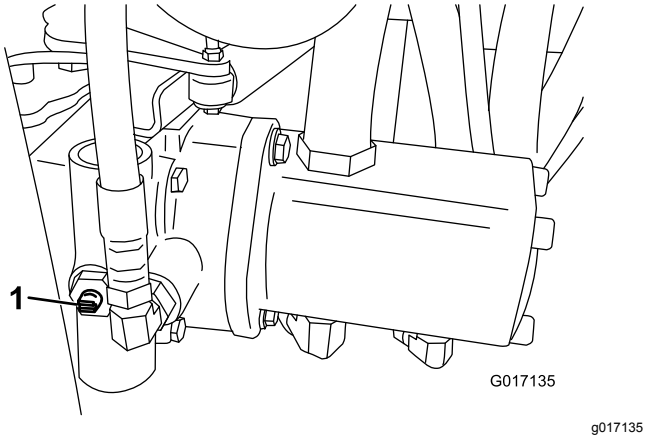

Figur 31
1. Finn omløpsventilen på pumpen, og vri den slik at åpningen står vertikalt (Figur 31).
2. Før du starter motoren, må du stenge omløpsventilen ved å vri den slik at åpningen står horisontalt (Figur 31). Ikke start motoren når ventilen er åpen.